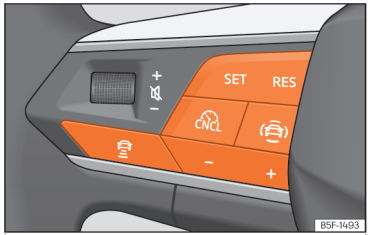

Abb. 137 Am Multifunktionslenkrad: Tasten zur ACC-Bedienung.
- Taste am Multifunktionslenkrad drücken ››› (Abb. 137).
- Taste **SET** drücken, um die Regelung zu starten ››› (Abb. 137).
- Taste und dann Taste **+** oder **–** ››› (Abb. 137) drücken.
- Taste ››› (Abb. 137) kurz drücken oder Bremspedal treten.